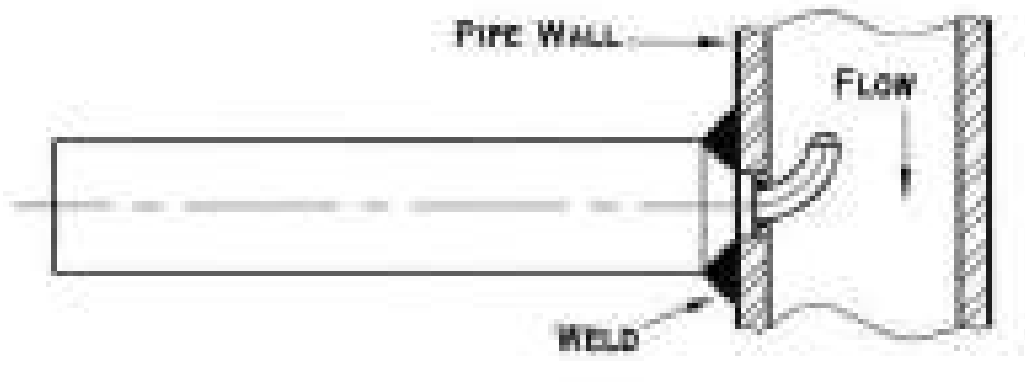

Figure 1
2. The integrated boss and nozzle shown in Figure 1 is to be used in pipes with diameters smaller than 6 in. The boss material should be compatible with the pipe material on which it is to be installed.
3. Drill a hole (-0 to +0.0016 inch) in the pipe wall at the location for nozzle insertion to match the outside diameter of the ledge where the nozzle tip meets the nozzle body (typically 0.50, 0.625, 0.75, or 1.05 inches OD). Insert nozzle until the start of the tapered section meets the pipe wall (See Figure 1 above). Ensure that the nozzle is correctly oriented so that the tip faces the flow.